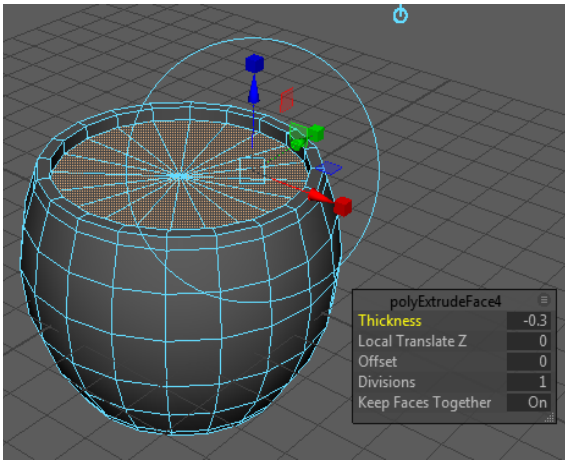

Figure 2-63 *The* ***polyExtrudeFace#*** *In-View Editor displayed*
11. Again, choose **Edit Mesh > Components > Extrude** from the menubar; the **polyExtrudeFace#** In-View Editor is displayed in the viewport, refer to Figure 2-63. Enter **-0.3** in the **Thickness** edit box of the **polyExtrudeFace#** In-View Editor, refer to Figure 2-63; the shaded faces are extruded.